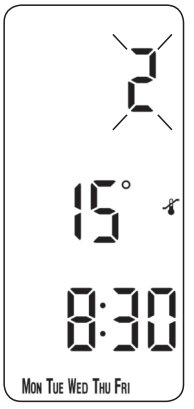

Fig. 14
b) Follow steps b and c on page 12 to programme times and temperatures for weekdays ***(Fig. 14)***.